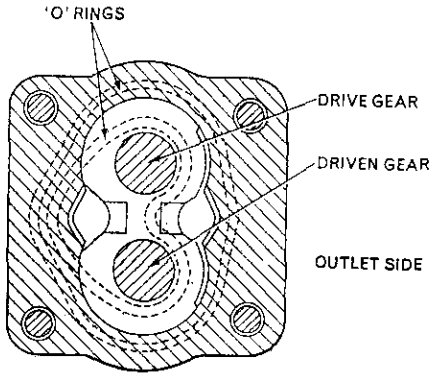

Fig. 8–Drawing showing correct installation of gears and bearing blocks in pump body. View is from rear (flanged) end of pump body.
Install flow control valve (3), spring (4) and plugs (1 and 13) with new "O" rings (2 and 14). Install pressure relief valve (10), spring (9) and plug (7), being sure that all shims (6) are in plug and using new "O" ring (8). Assemble pump gears to bearing blocks (use Fig. 8 as a guide, if necessary) and insert the unit into pump body. Be sure the two bolt rings (hollow dowels) are in place in pump body, then position the front cover on body. Place the rear plate (18—Fig. 7) at rear of body and install rear cover. Tighten the four cap screws (throughbolts) to a torque of 13-17 Ft.-Lbs. Install the pump drive gear key, drive gear, tab washer and nut. Tighten the nut to a torque of 55-60 Ft.-Lbs. and bend tab of washer against flat on nut.